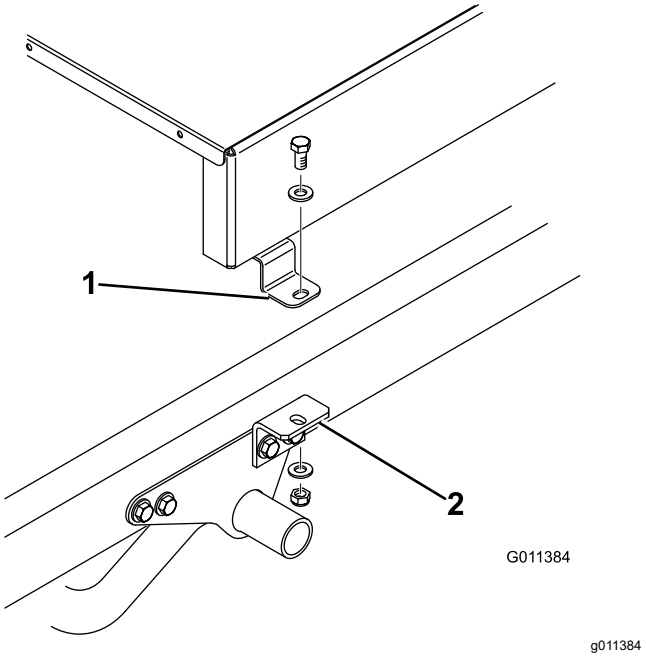
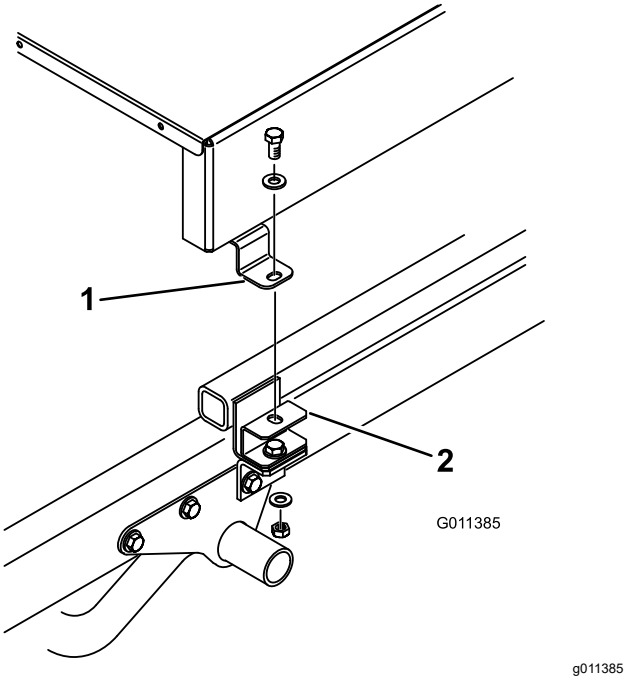

Figur 10
Figur 11
8. Fest toppen av hver tilbehørsbrakett (Figur 10) eller hvert avstandsstykkefeste (Figur 11) løst på monteringstappen på hver side av overgjødsleren med en hodeskrue (½ x 1 tomme), to flate skiver og en låsemutter. Stram til alle festene.